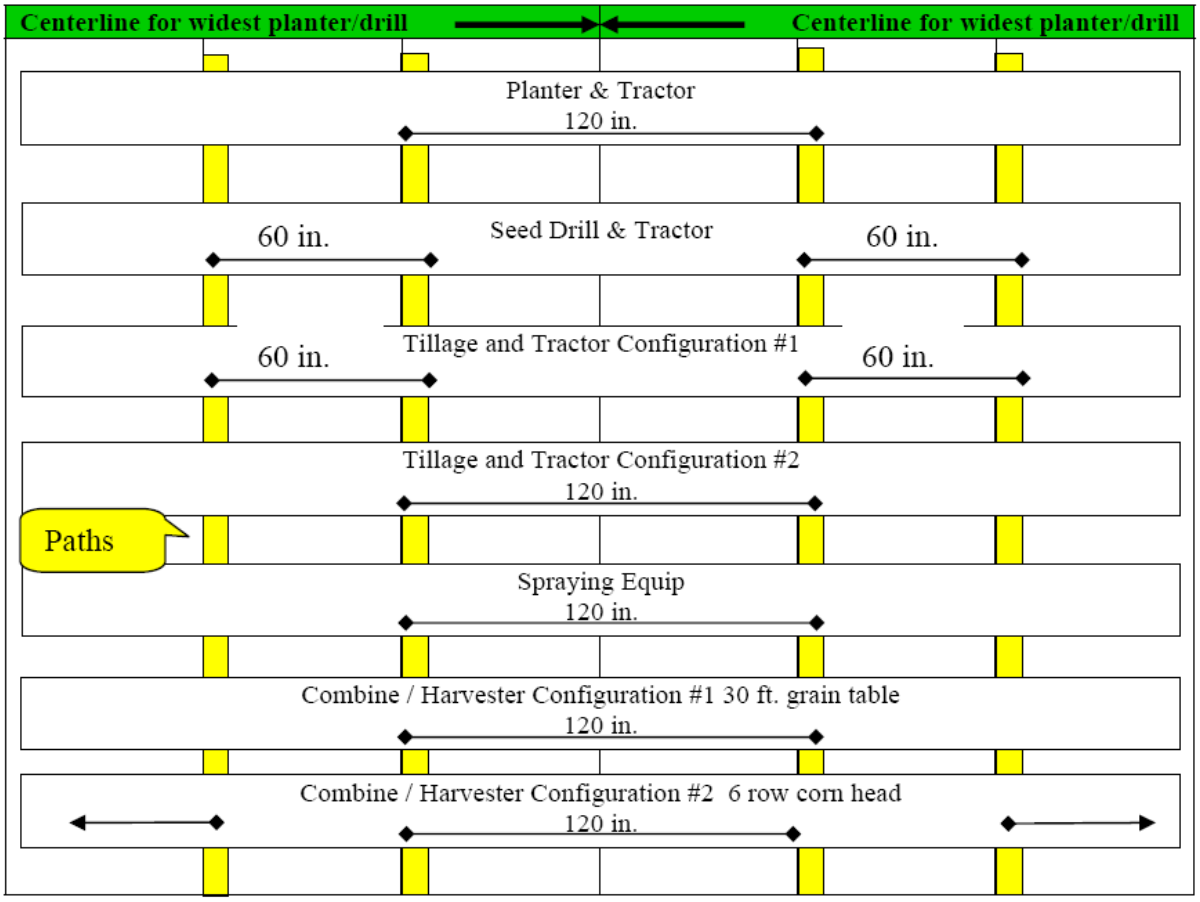

Figure 1. Example of Wheel/Track Spacing and Paths Using Multiples of the Basic Width (units are in inches or number of rows**):**
- All equipment must cover the same width or multiples of that width (See Figure 1),